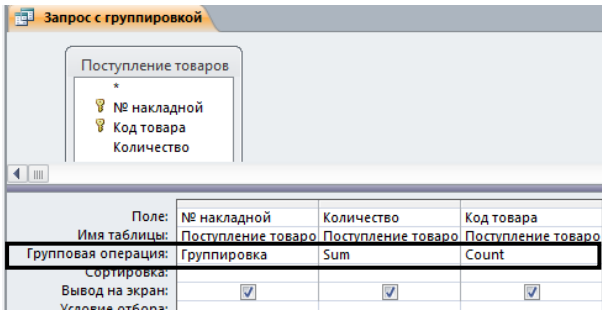

Рис. 4.14. Группировка данных в запросе
4. В раздел параметров запроса добавляются те поля, значения которых должны быть отображены в результате выполнения запроса (рис. 4.14). Добавить поле в запрос можно двойным щелчком по его названию в соответствующей таблице, расположенной в верхней части окна запроса.
5. Для реализации запроса в режиме *Конструктора* добавляется дополнительная строка *Групповые операции* (рис. 4.14) нажатием на панели инструментов кнопки